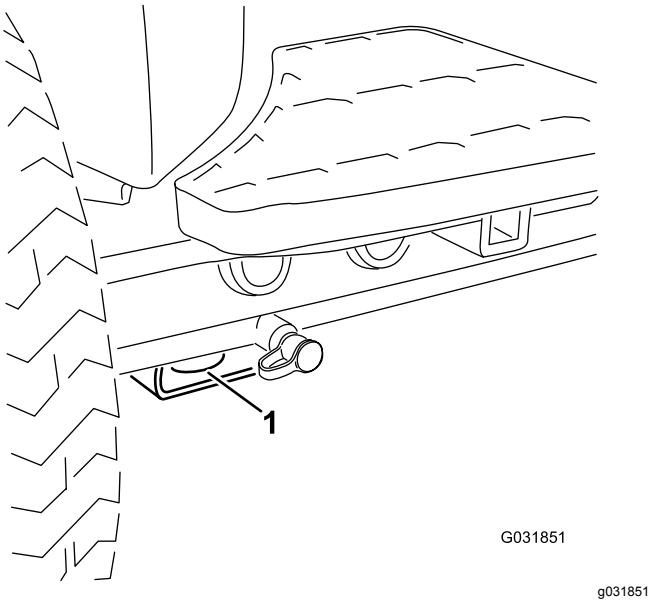
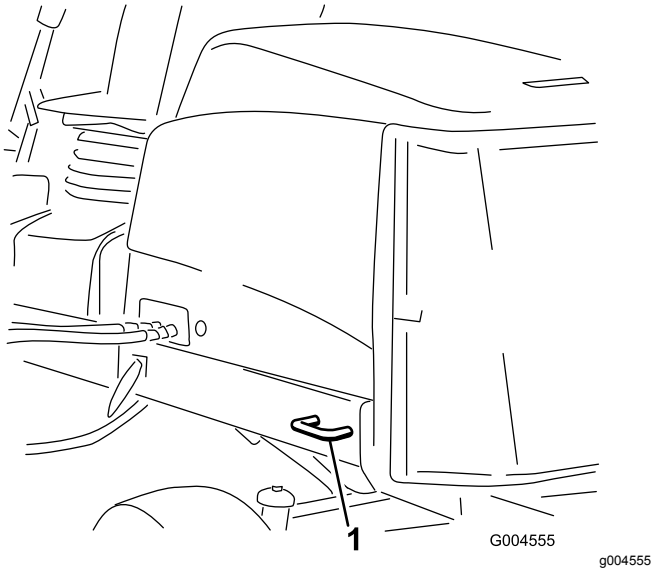

Figur 56
Figur 57
- Fastgør maskinen med stropper, kæder, kabler eller reb. Både de forreste og bageste stropper bør føres ned og udad fra maskinen; Se Figur 56 og Figur 57.
- For – hullet i den rektangulære plade, under akselrøret, indvendigt i forhold til hvert fordæk (Figur 56)
- Bag – på begge sider af maskinen på bagstellet (Figur 57)